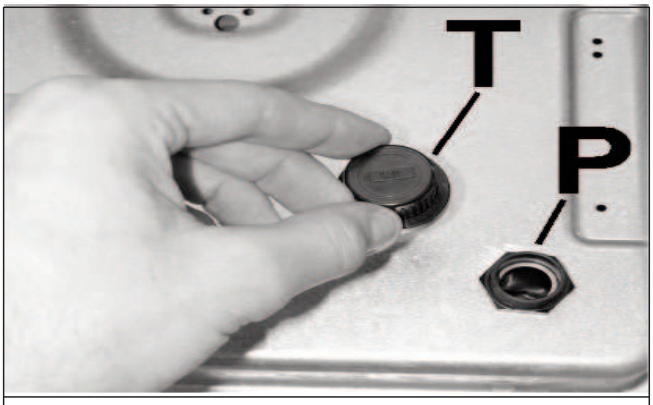

FIG. 12
- Svitare il tappo dell'accensione "T" (vedi fig. 12) ed inserire una batteria da 1.5 V (non fornita con l'apparecchio) con la polarità "+" rivolta verso l'interno. Riavvitare il tappo.